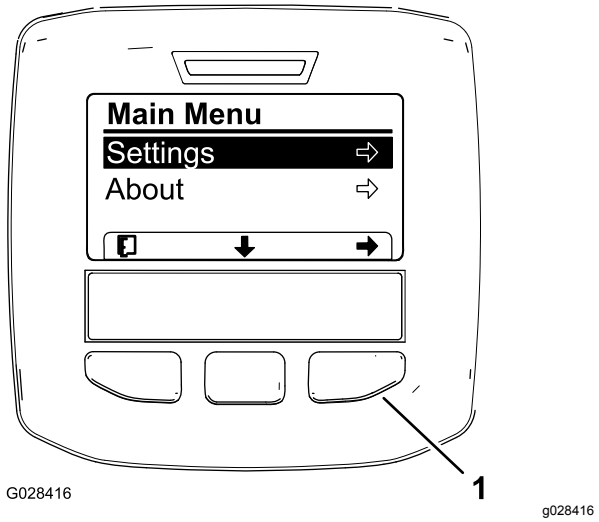
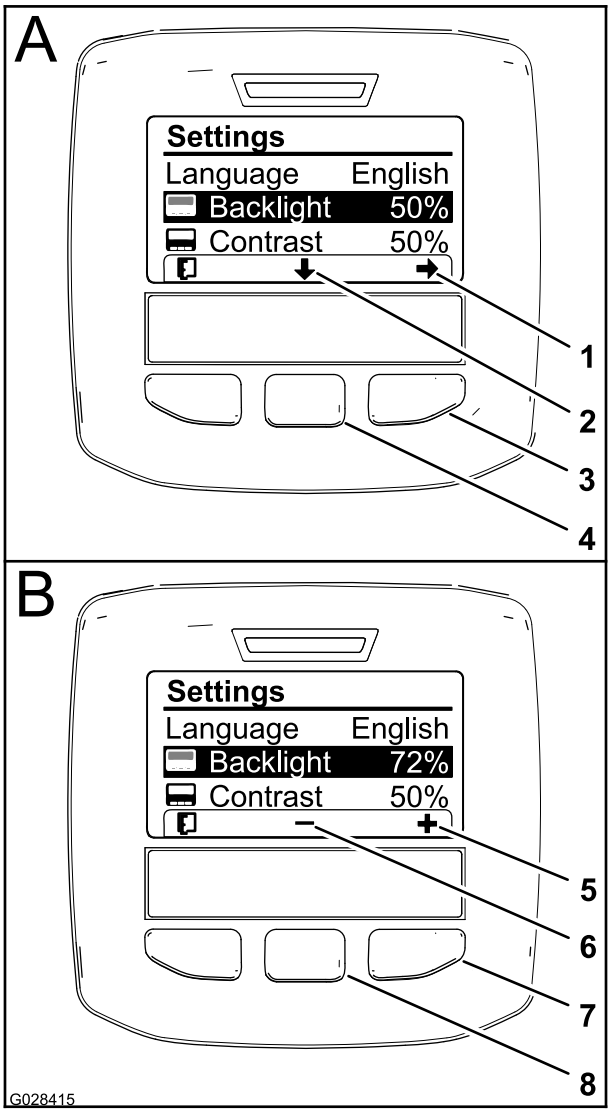

Figur 62
Figur 64
3. Trykk på den midtre valgknappen for å åpne hovedmenyen (Figur 62).
5. Trykk på venstre valgknapp for å lagre valget/valgene, avslutte innstillingsmenyen og gå tilbake til hovedmenyen (Figur 62).
2. Trykk på den midtre valgknappen (knappen under pil ned-ikonet på skjermen) for velge Lysstyrke-alternativet og endre skjermlysstyrken (Figur 64).
3. Trykk på den høyre valgknappen for å vise verdijusteringskonteksten (Figur 64).
4. Bruk den midtre og den høyre valgknappen til å velge lysstyrkenivået på skjermen (Figur 64).
5. Trykk på venstre valgknapp (knappen under listeikonet på skjermen) for å lagre valget, avslutte lysstyrkemenyen og gå tilbake til innstillingsmenyen (Figur 64).
6. Trykk på den midtre valgknappen (knappen under pil ned-ikonet på skjermen) for velge Kontrast-alternativet og endre kontrastnivået på skjermen (Figur 64).
7. Trykk på den høyre valgknappen for å vise verdijusteringskonteksten (Figur 64).
8. Trykk på venstre valgknapp (knappen under listeikonet på skjermen) for å lagre valget, avslutte kontrastmenyen og gå tilbake til innstillingsmenyen (Figur 64).
9. Trykk på venstre valgknapp for å avslutte innstillingsmenyen og gå tilbake til hovedmenyen (Figur 62 og Figur 64).
10. Trykk på venstre valgknapp for å gå tilbake til hovedmenyen (Figur 64).